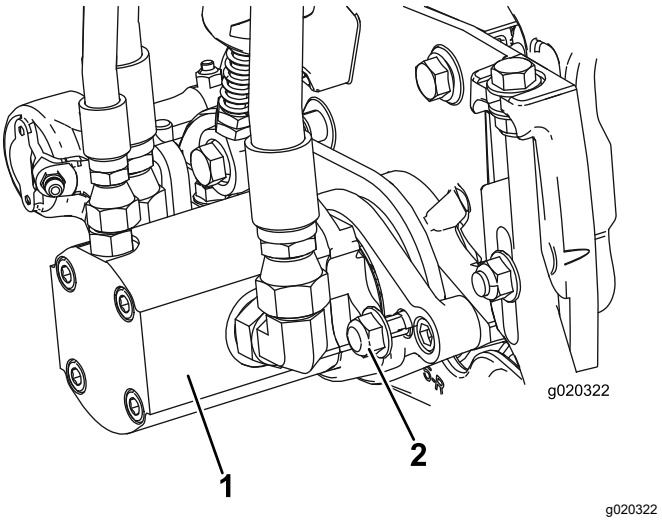

**Figur 13**
3. Montera motorn genom att vrida den medurs så att motorflänsarna inte kommer i kontakt med låsmuttrarna (Figur 13).